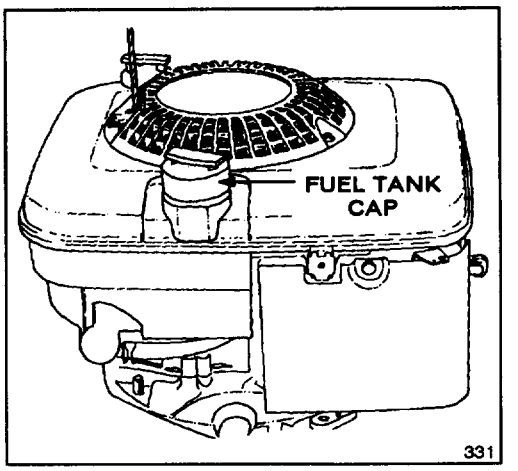

**Figure 5**
1. Clean around fuel tank cap and remove cap from tank (Fig. 5). Using unleaded gasoline, fill fuel tank to within 1/4 to 1/2 inch (6 to 13 mm) from top of tank, not into filler neck. Do not fill tank full.